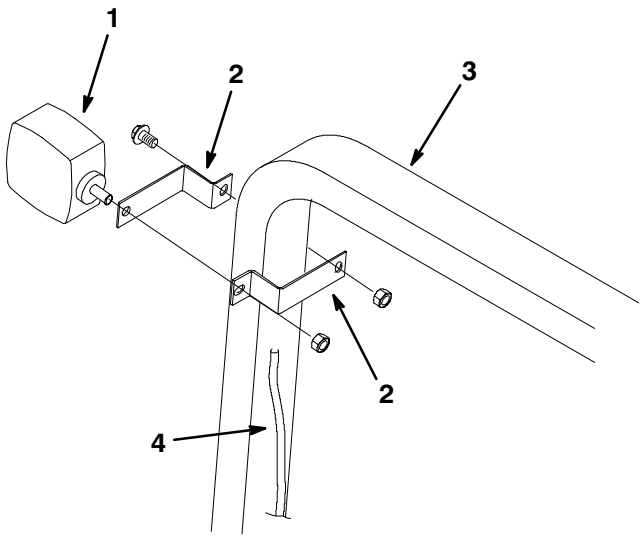

Figure 12
1. Install signal lamps on roll over protection system using mounting brackets provided with kit (Fig. 12).